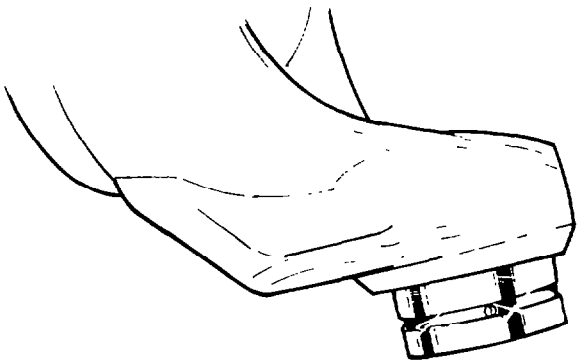

Fig. 374 — Installing Lower Kingpin Mounting Stud
o. Rest the spindle yoke with its inboard side down then install the lower kingpin mounting studs (see fig. 374).